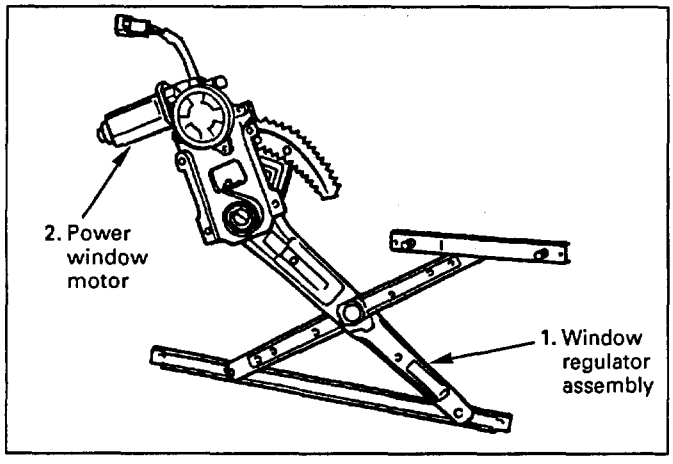

Fig. 8-213
- Remove three screws. (Fig. 8-213)